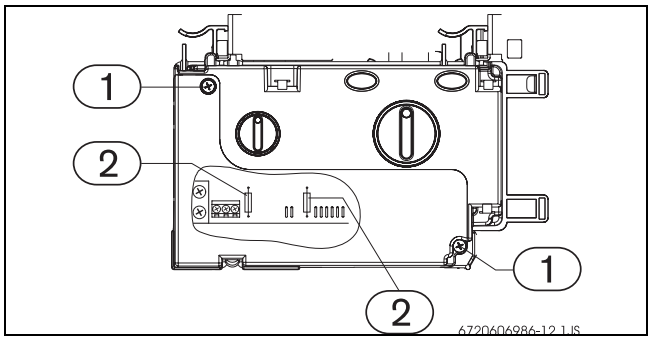

Рис. 20 Електронний блок
- Відкрутити гвинти (Рис. 20, ел. 1) електронного блоку та зняти кришку.